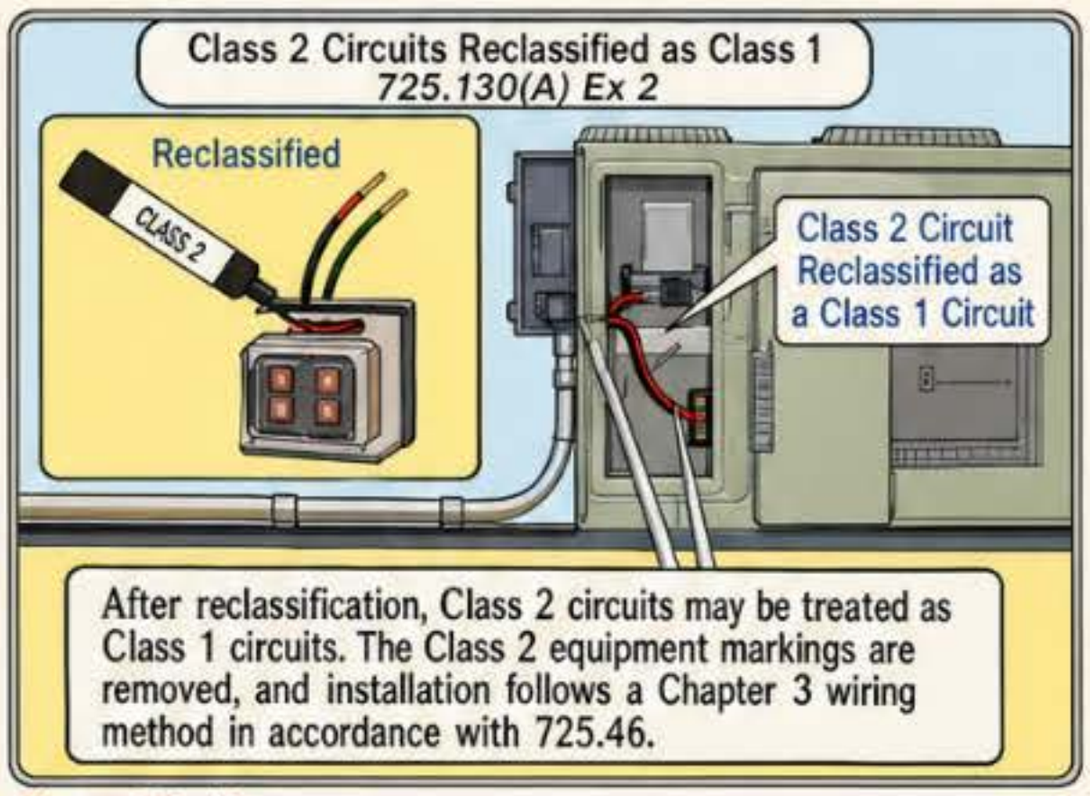

Figure 300-13
- After reclassification as Class 1 [725.130(A) Ex 2], a Class 2 circuit can be installed with associated conductors [725.48(B)(1)] if their insulation ratings are not less than the maximum circuit voltage [300.3(C)(1)]. Figure 300-13